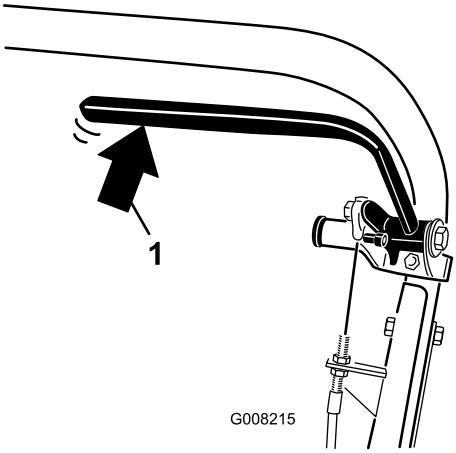

**Rysunek 31**
2. Używając wagi sprężynowej, naciśnij wstecz dźwignię hamulca roboczego (Rysunek 31). Zwolnienie hamulca postojowego powinno nastąpić wówczas, gdy osiągnięta zostanie siła pomiędzy 13,5 a 18 kg. Jeżeli zwolnienie hamulca postojowego następuje przed osiągnięciem siły pomiędzy 13,5 a 18 kg, konieczna jest regulacja linki hamulca. Przejdź do kroku 3.